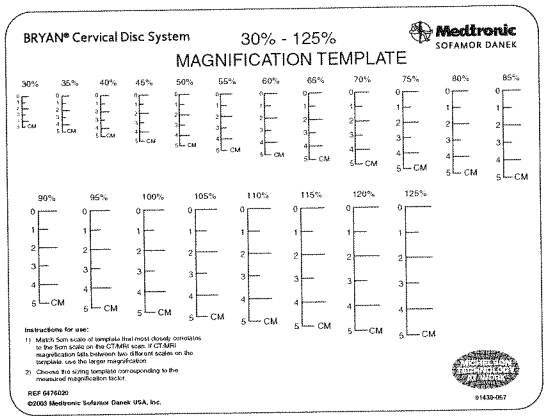

Figure 1a
Using a computed tomography (CT) or magnetic resonance image (MRI) obtained so that the slices are parallel to the vertebral body endplates, determine the smaller of the two vertebral body endplates at the target disc space. The use of a CT image is preferred. Do not include spurs or ridges that will be removed in the subsequent burring process. Determine the magnification factor of the image using the **BRYAN® Cervical Disc Template Set** (*Figure 1a, 1b*). Choose the prosthesis template corresponding to the measured magnification factor and follow the instructions on the template to estimate the prosthesis size (*Figure 1c*).